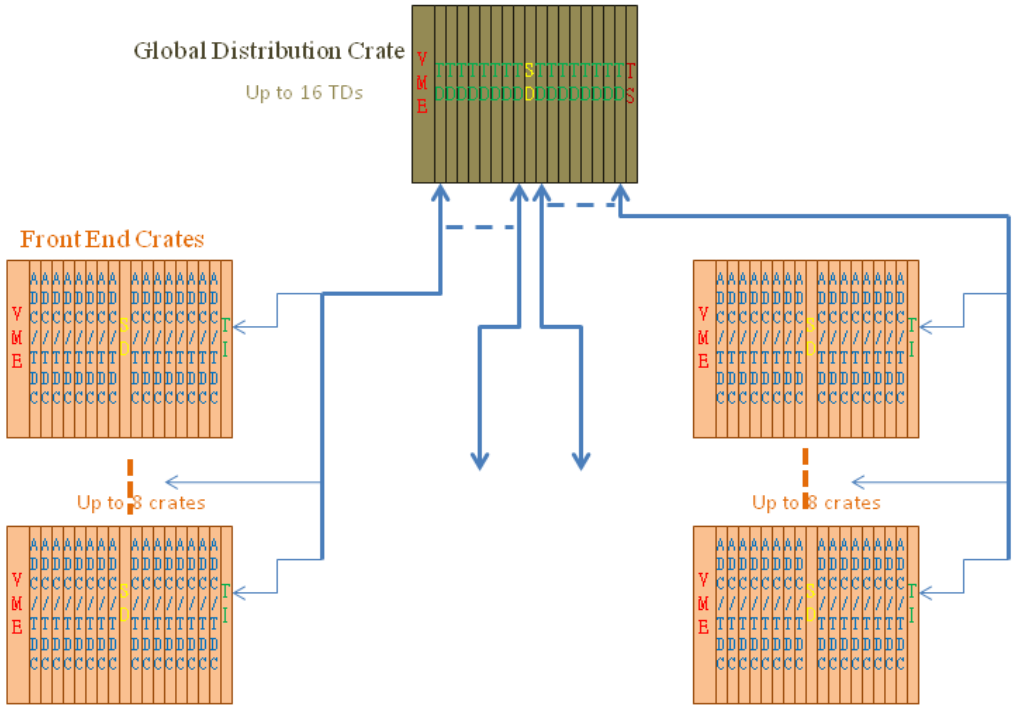

Figure 2 Trigger distribution at crate level diagram
There is one TS module in the system. It receives the trigger from GTP (in global trigger crate) through a copper cable via the VME P2 backplane. Normally, the TS is located in the last payload slot (PP#18) in the trigger distribution crate. The trigger/clock/sync signals from TS pass to the Signal Distribution (SD) module in switch slot#B. The SD will fan out the signals (up) to 16 Trigger Distribution (TD) modules located in the payload slot #1-16. Each TD can fan out (up) to 8 Trigger Interface (TI) modules in front end crates. So, the system can have up to 127 front end crates plus a global trigger crate and a trigger distribution crate. The busy signals from front end electronics can propagate back to the TS in other direction. Figure 2 shows the crate level diagram.